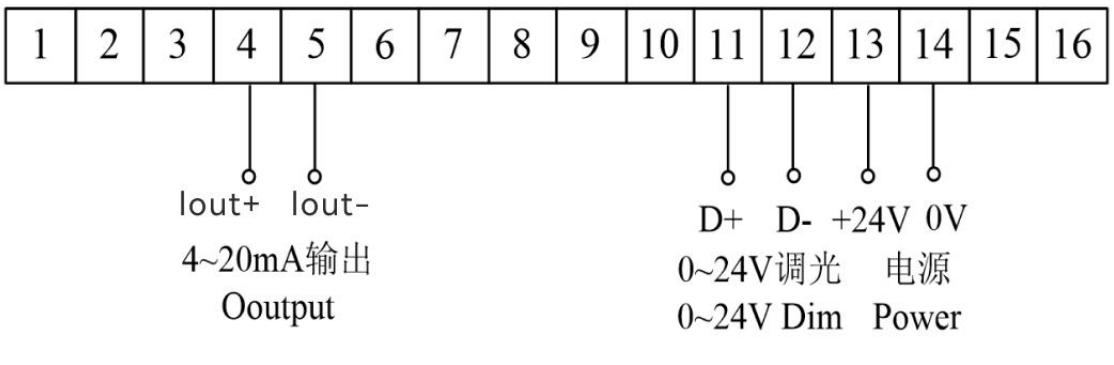

图2.4
4. 输出信号：手柄可以为控制系统提供多种可选的输出信号，包括电位器直接输出、4~20mA，也可以提供正倒车无源开关触点。电位器直接输出型的接线请参考接线图1.5，对应关系请参考图2.1。对于4~20mA输出的接线如图2.4所示。
5. 背光调节模式：手柄的薄膜采用冷光源设计，亮度可调节，调光模式包括电阻器调节（其中电阻器调光方式仅适配我司型号VDM-96调光器，阻值为2KΩ）、0~24V电压调节、PWM，接线如图1.5和图2.4所示。